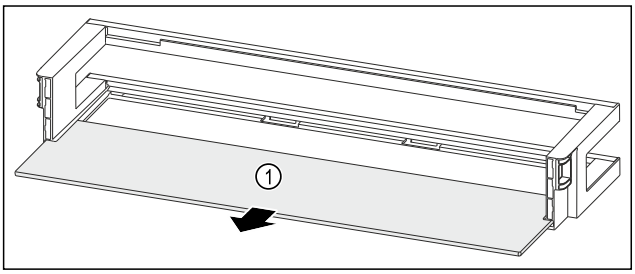

Fig. 209 Door rack with shelf
▶ Remove the shelf *Fig. 209 (1)*.